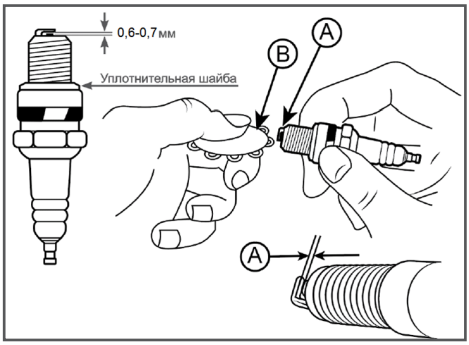

Рис. 16 Проверка зазора между электродами
4. Измерьте зазор А между электродами свечи зажигания специальным щупом В (Рис. 16). Зазор должен быть 0,6-0,7 мм. При увеличении или уменьшении требуемого зазора рекомендуется заменить свечу, так как регулировка зазора может привести к изменению качества искрообразования.